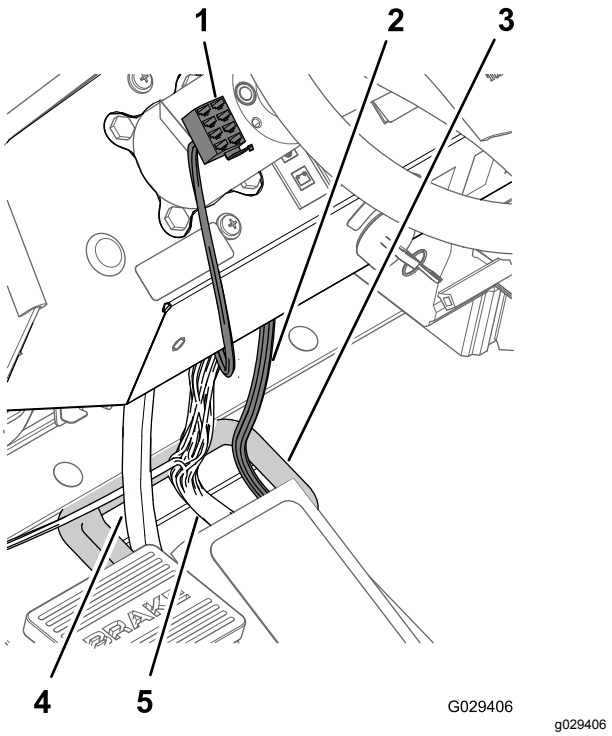

Figur 198
4. Før konnektoren med 8 sokler for enden af 240 cm afgreningen af instrumentpanelet på tværs af instrumentpanelet og til venstre for ratstammen (Figur 198).